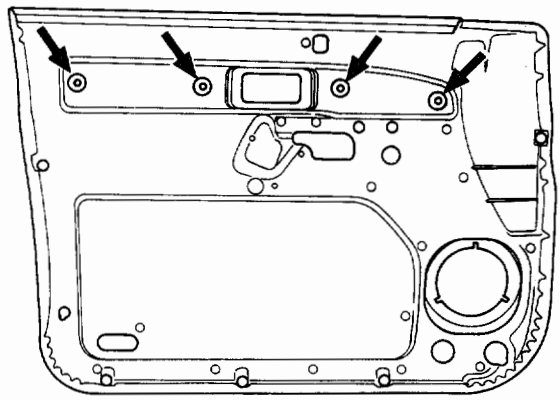

Fig. 10-49
2. **Door wood panel assembly (Fig.10-49)**